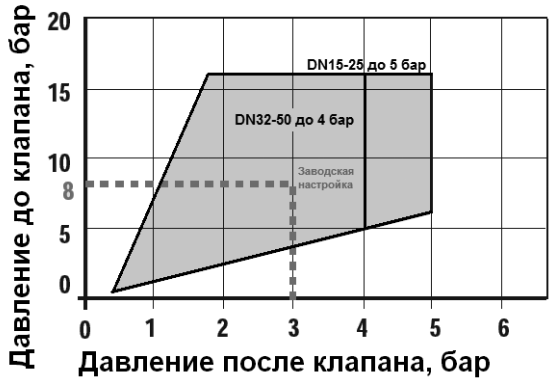

Рис. 1
1) проверить применимость по давлению до и требуемому давлению после клапана (рис. 1);
Давление до клапана — 8 бар; давление после клапана — 3 бар. Рабочая точка, соответствующая указанным давлениям, лежит внутри области применимости (рис. 1).